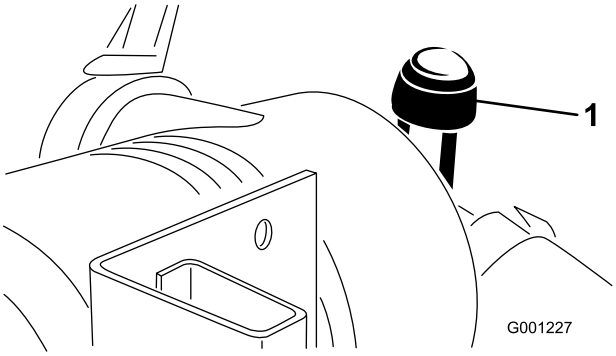

Figur 46
- Efterse luftfilteret, når advarselslampen for luftfilter (Figur 46) lyser rødt eller for hver 400 timer (hyppigere under ekstremt støvede eller snavsede forhold). Udfør ikke for mange serviceeftersyn på luftfilteret.
9. Nulstil indikatoren (Figur 46), hvis den viser rødt.